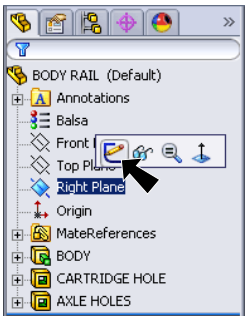

Fig. 5
Step 1. Click **Right Plane** in the Feature Manager and click **Sketch** from the Content toolbar, **Fig. 5**.